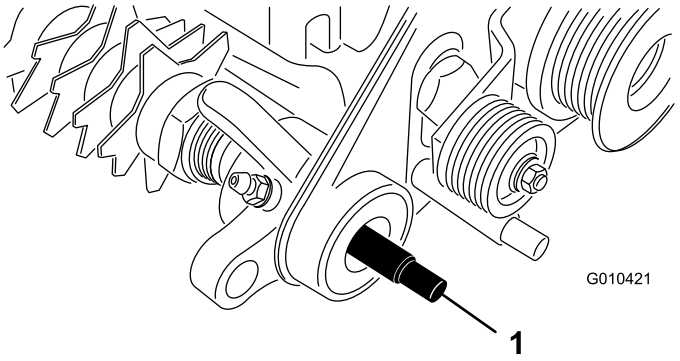

Рисунок 7
1. Нанесите консистентную смазку на уплотнение в опоре подшипника узла привода и на конец вала механической щетки (Рисунок 7).
2. Вставьте один конец вала механической щетки в опору подшипника узла привода (Рисунок 7).